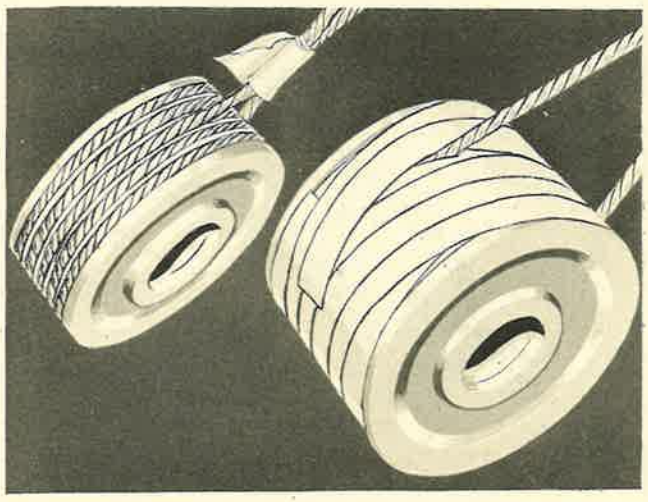

Figure 327—Trim Tab Drum Taping Procedure
Tape the tab drum (figure 327) in the affected elevator and fasten the cable ends to the elevator structure to prevent the cables from unwinding. If one elevator is being removed, it will not be necessary to tie the cables forward of the disconnect point. Tension will be maintained by the cables from the drum in the other elevator. However, if both elevators are being removed, it will be necessary to tie the cables forward of the links (three-way connecting plates) and tape the drum in the control pedestal.
a. Tape the tab drums in both the control pedestal and the rudder to prevent the cables from unwinding. (See figure 327.) Tie the cables forward of